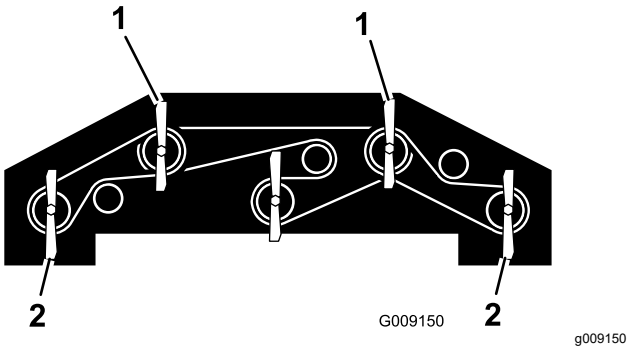

**Figuur 138**
1. Draai elk mes zodat het recht naar voren wijst (Figuur 138).